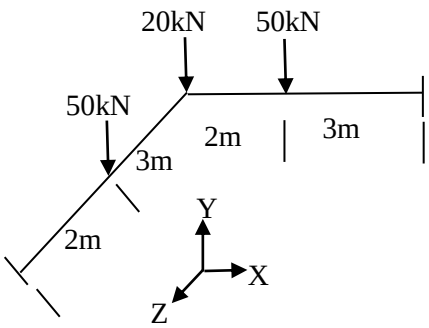

Figure.3
Q.5 Analyze the grid structure as shown in figure.3 by member stiffness matrix and calculate the final member end actions for all the members. **14**